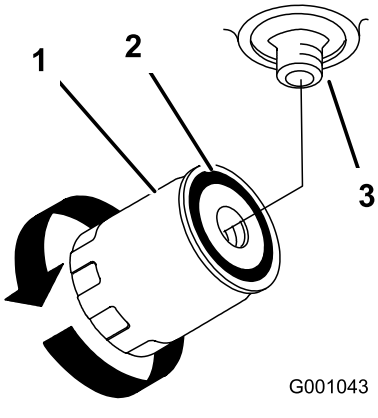

Figur 101
7. Påfør et tynt lag på gummipakningen på det nye filteret (Figur 101).
9. Fyll hydraulikktanken med hydraulikkolje til oljen flyter over filteret, og drei deretter oljefilteret med klokken til gummipakningen kommer i kontakt med filteradapteren. Stram så til filteret med en ytterligere halv omdreining (Figur 101).